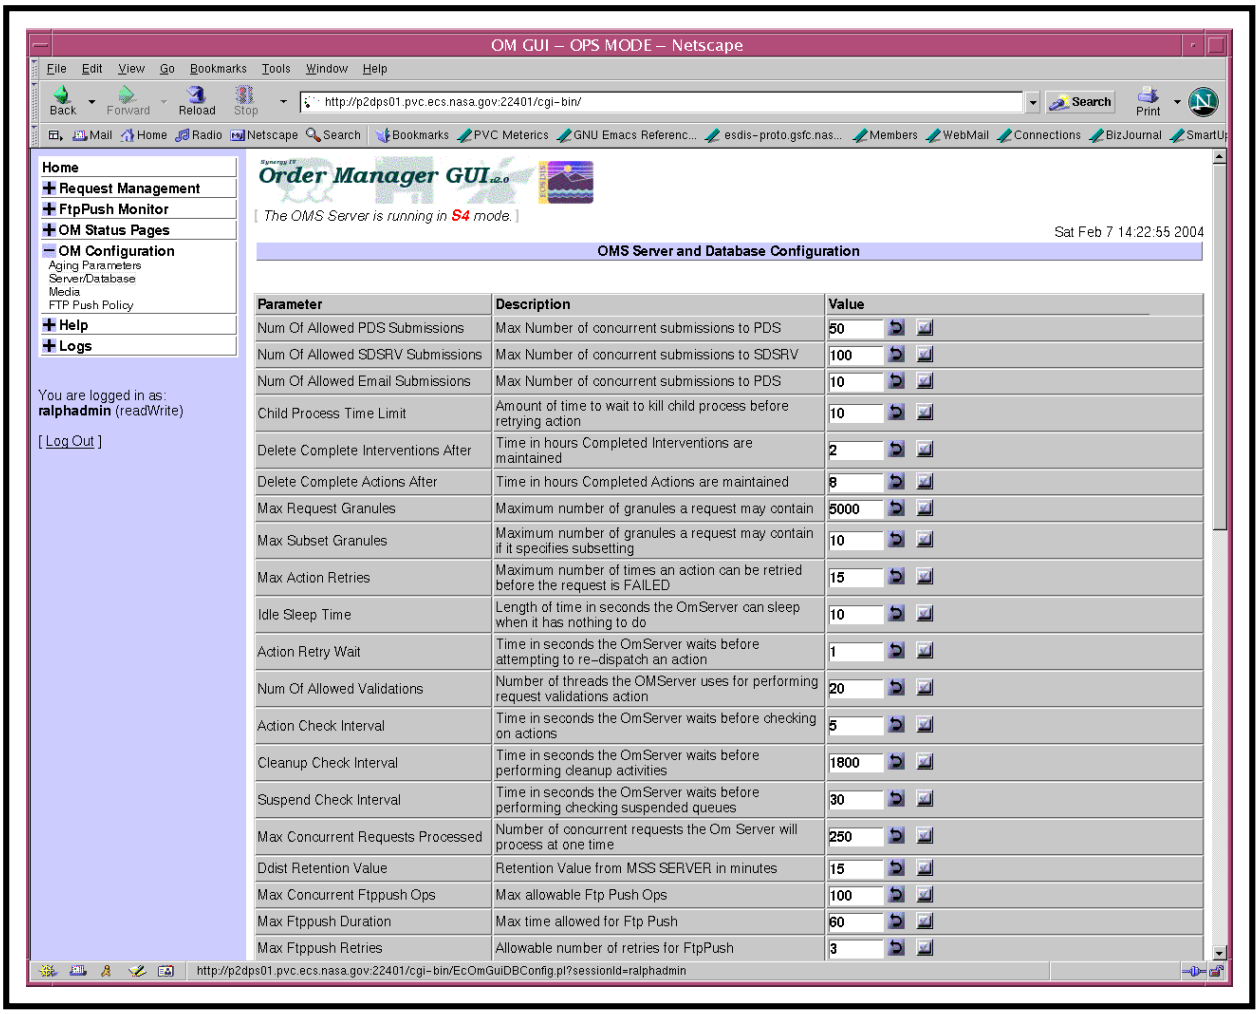

Figure 54. OMS Server and Database Configuration Page
The **OMS Server and Database Configuration** page (Figure 54) provides the full-capability operator with a means of checking and modifying OMS server or database parameters. The limited-capability operator can check but is not allowed to change any OMS server or database parameters.
2 If the **OMS Server and Database Configuration** page (Figure 54) is not already being displayed, click on the **Server/Database** link in the navigation frame of the **OM GUI**.
- The **OMS Server and Database Configuration** page (Figure 54) is displayed.